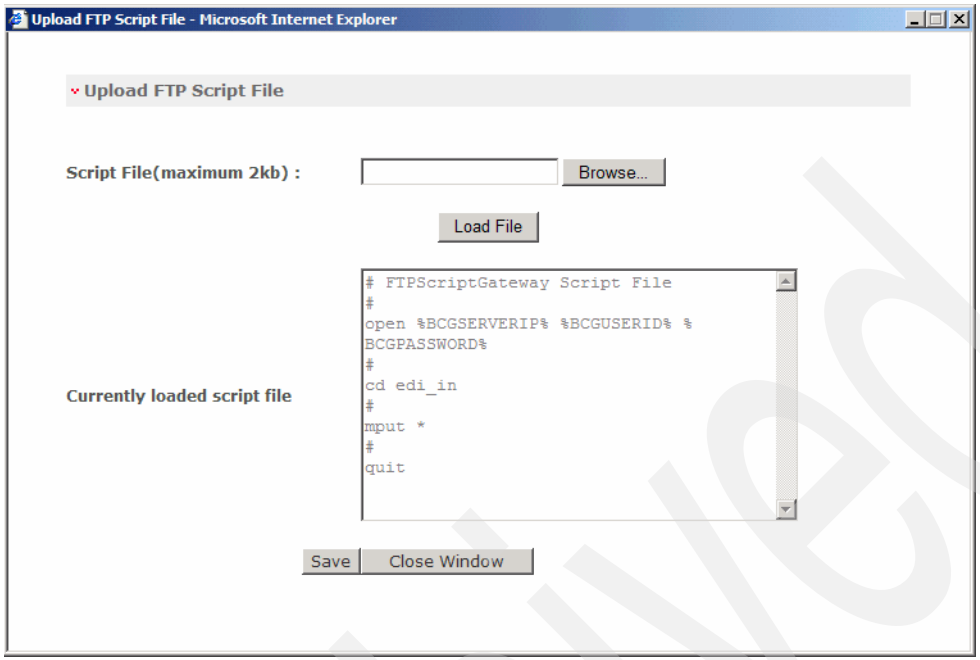

Figure 12-42 Uploading the script file
h. When the file name is in the Script File field, click the **Load File** button (Figure 12-42 on page 394). This load file action allows us to preview the file that we are about to assign to the gateway.